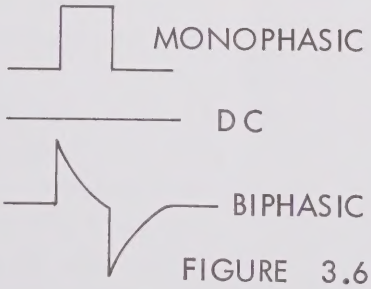

FIGURE 3.61
3.61 The OUTPUT switch selects monophasic pulses, biphasic pulses or DC voltage. The output wave forms obtained in the MONO (monophasic) and BI (biphasic) positions of the OUTPUT switch are shown in Figure 3.61. In the BI position, a capacitor is in series with the output. This minimizes the electrode polarization due to ion movement, since it tends to equalize the positive and negative stimulus energies. During long periods of stimulation as when stimulating through implanted electrodes, a biphasic stimulus helps reduce the formation of gas bubbles and electrolytic deposition.